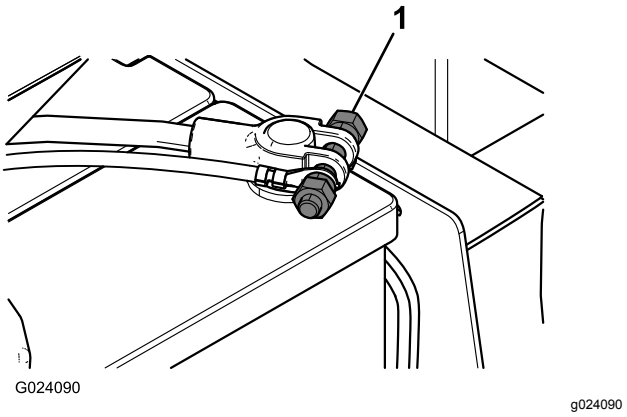

Figuur 18
9. Verwijder het oude bevestigingsmateriaal van de accupolen en monteer de bouten met dubbele moer (Figuur 18).